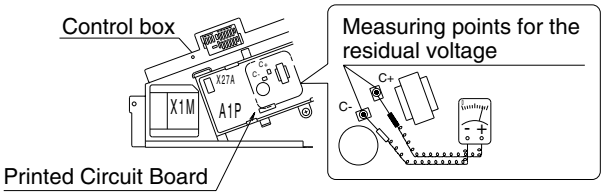

Fig. 1
- **After the box is opened, measure the voltages of the points shown below Printed Circuit Board with a tester and confirm that the voltages are not higher than DC50V. (Refer to Fig.1)**